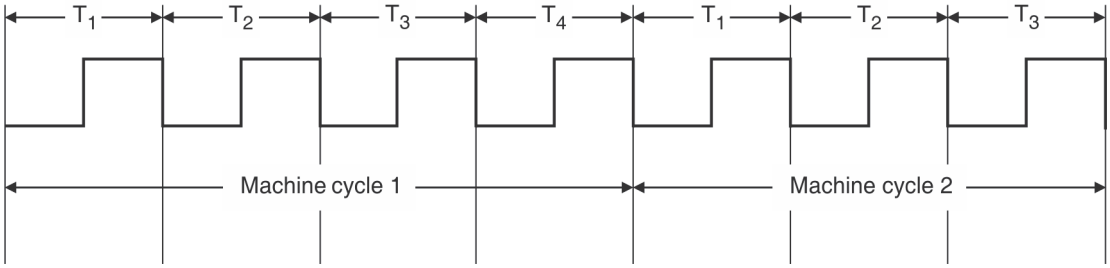

Fig. 3.13.10: Instruction cycle with two machine cycles
- The time required to complete the execution of an instruction is called instruction cycle. Fig. 3.13.10 shows an instruction cycle of two machine cycles (one machine cycle of 4 T-states and another of 3 T-states).